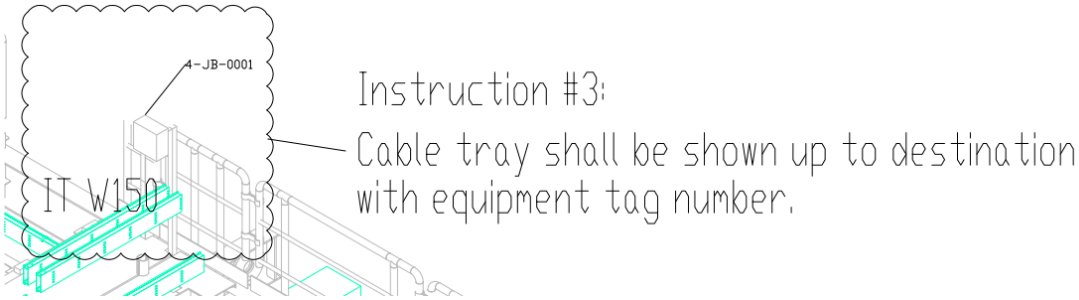

Figure 7 E&I Tie in layout instruction #3
- Instruction #3: Cable tray shall be shown up to destination with equipment tag number as per Figure 7.